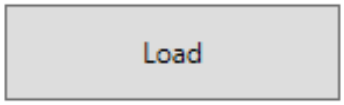

Figure 7-5 Bouton Load (Chargement)
3. Chargez les films dans le logiciel d'analyse de film en cliquant sur le bouton **Load** (voir Figure 7-5).